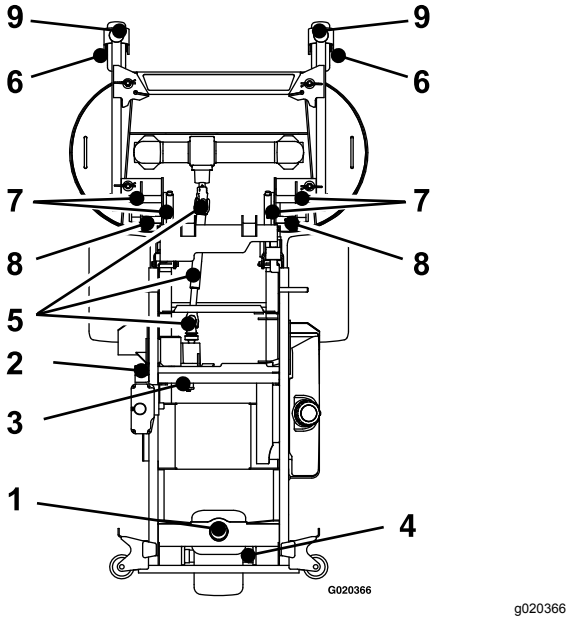

Figure 27
5. Graissez le bras de la poulie de tension de la courroie de pompe (Figure 27).